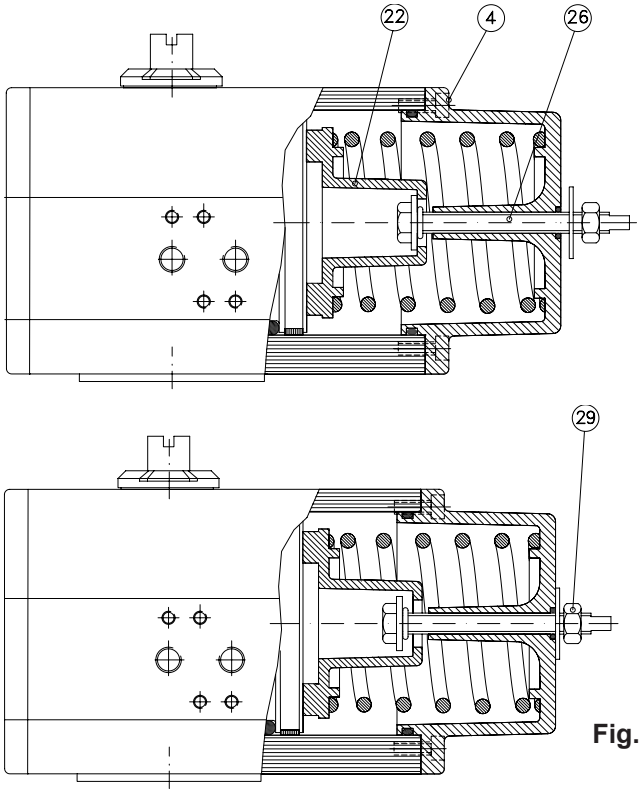

Fig. 4
2. Vérifier que les ressorts peuvent presser le piston en position d'origine selon la figure 4.
4. Désserrer le contre-écrou (29).
5. Tourner la vis de serrage (26) dans le sens inverse des aiguilles d'une montre jusqu' à ce qu'il touche le guide-ressort (22).
6. Démonter la boîte ressort en desserrant les vis (4).